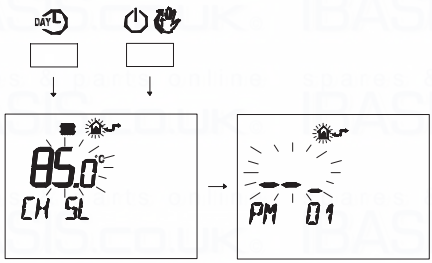

Fig. 7.41
- Press buttons DAY and ⏻ at the same time to enter transparent programming (Fig. 7.41).